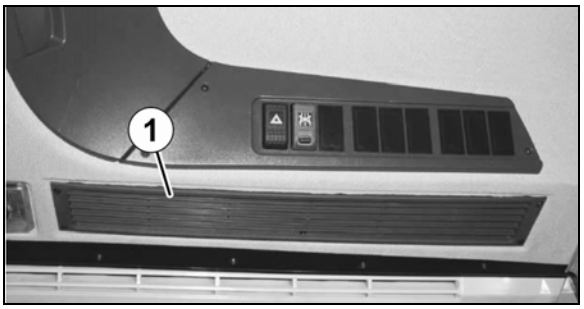

Rys. 165
1. Wymontować kratkę powietrza obiegowego (Rys. 165/1).